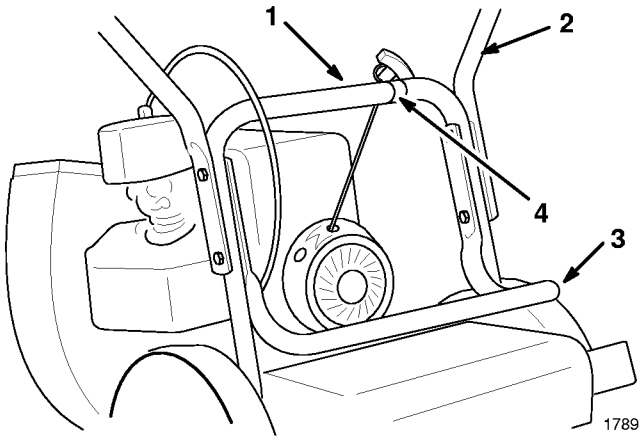

Abbildung 1
1. Den oberen Holm an den unteren Holm mit 4 Zylinderschrauben und Kontermuttern befestigen (Abb. 1). Während der Befestigung des Holmes die Sackauflage innen am unteren Holm befestigen.